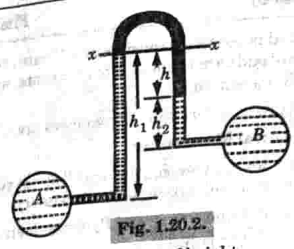

Fig. 1.20.2.
2. Fig. 1.20.2 shows an inverted U-tube differential manometer connected to the two points A and B.